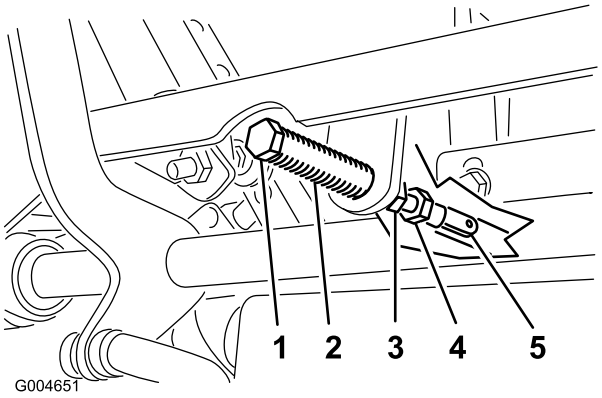

Figuur 61
5. Trek de hendel naar achteren totdat de gaffelpen (op de arm boven de taatsas) contact maakt met het uiteinde van de sleuf (en net druk op de veer begint uit te oefenen) (Figuur 61).
7. Als de rijhendel moet worden afgesteld, draait u de moer en de contramoer tegen de gaffel (Figuur 61).
8. Oefen een lichte achterwaartse druk uit op de rijhendel, draai de kop van de stelbout in de juiste richting totdat de hendel in de vergrendelde neutraalstand is gecentreerd (Figuur 61).
9. Draai de moer en de contramoer vast (Figuur 61).
9. Draai de contramoeren op de kogelverbindingen vast (Figuur 61).